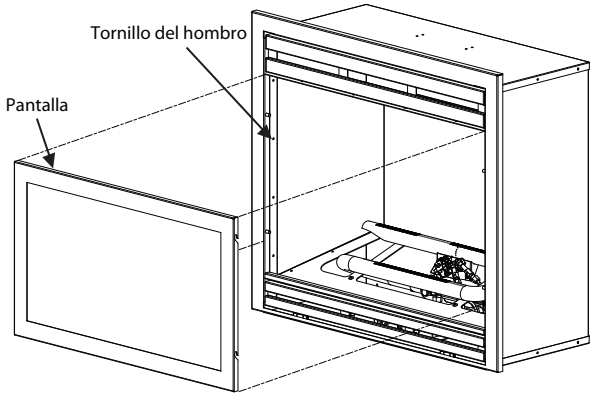

Fig. 2 - Extracción e instalación de la pantalla
1. Si está equipada, levante la pantalla de la chimenea y hálela para retirarla (Ver Fig 2). Coloque la pantalla a un lado hasta que haya sido completada la instalación.